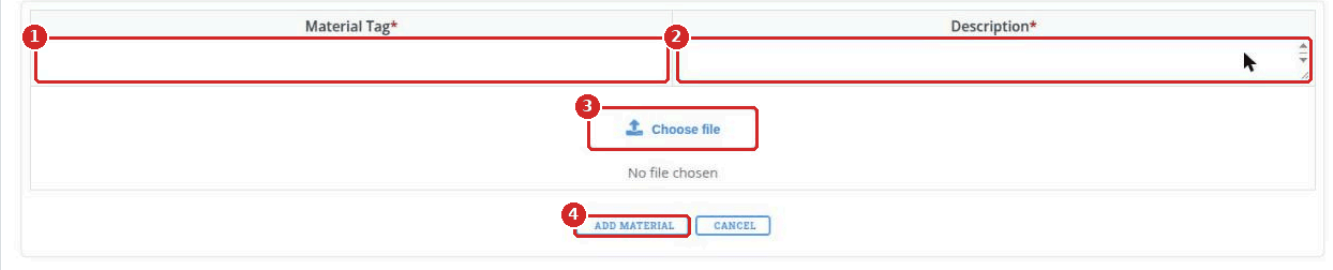

Figure 15. The CREATE NEW MATERIAL form
3. Fill in the form (Figure 15):
- **Material Tag** (1): name of this version of the media file, e.g. `media_26.11`.
- **Description** (2): what was added or changed.
- **Choose file** (3): the media file from your computer.
4. Click **ADD MATERIAL** (4), then check the entry in **VIEW MATERIALS**.